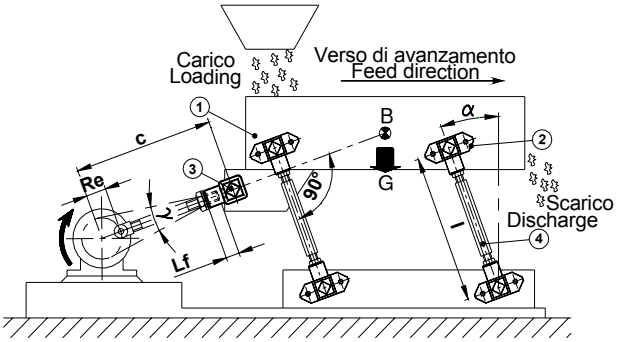

Fig.1
Il sistema rappresentato in fig 1 è il metodo più semplice ed economico per costruire trasportatori di materiali sfusi di medie o lunghe dimensioni. Tale impianto prevede una grondaia di scorrimento (1), sorretta da sospensioni elastiche (2), azionata da un manovellismo biella manovella (3). Questi trasportatori vengono realizzati con strutture rigide e saldamente collegati al suolo in quanto il canale vibrante può essere utilizzato con accelerazioni fino a 1,6 g. Per questi motivi è essenziale dimensionare correttamente la macchina ed una scelta appropriata degli elementi elastici VIB contribuisce all'assorbimento delle vibrazioni e ad un'ottimale esecuzione del canale vibrante.
The system illustrated in fig. 1 is the most simple and inexpensive method to build conveyors for medium to large sized unpacked material. This system consists of a sliding chute (1) supported by elastic suspensions (2) actuated by a connecting rod-crank device (3). These conveyors are used with rigid structures and are firmly fixed to the ground because the vibrating channel may work with accelerations up to 1.6 g. Given the above, correct dimensioning of the machine is essential, while the appropriate choice of the VIB elastic elements improves the vibration absorption and optimizes the execution of the vibrating channel.